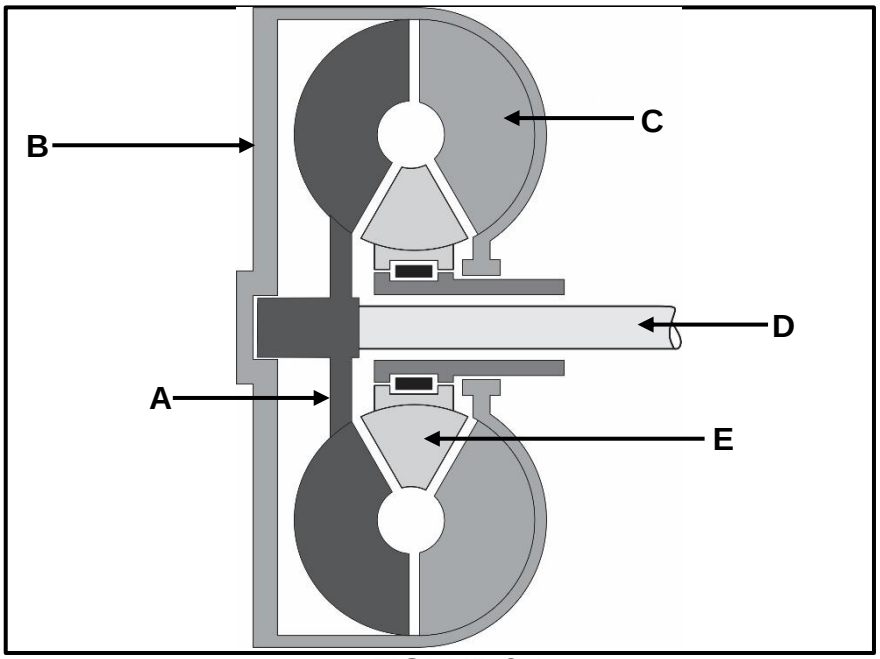

FIGUUR 9.1
9.1 FIGUUR 9.1 hieronder toon 'n koppelomsetter wat in outomatiese transmissies gebruik word. Beantwoord die vrae wat volg.
9.1.1 Benoem onderdele **A**–**E** in FIGUUR 9.1 hierbo. (5)